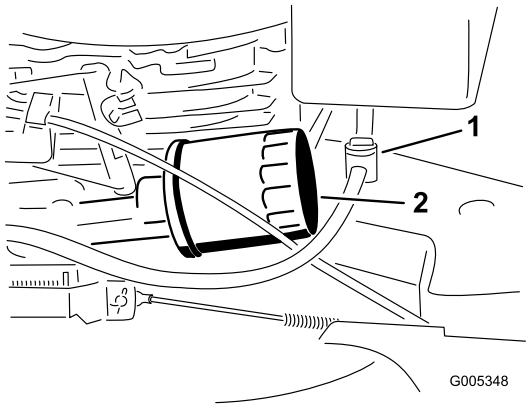

Figura 27
5. Mettete un cencio sotto il filtro dell'olio per raccogliere l'olio che fuoriesce mentre togliete il filtro (Figura 27).
3. Chiudete la valvola del carburante (Figura 27).